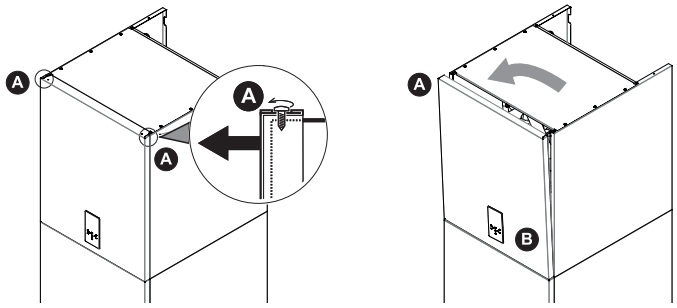

fig. 15 - demontage van het voorpaneel
- Draai schroeven A gedeeltelijk los (zie “fig. 15 - demontage van het voorpaneel”).
- Trek paneel B eruit en maak het los van de bovenste bevestigingen (zie “fig. 15 - demontage van het voorpaneel”).